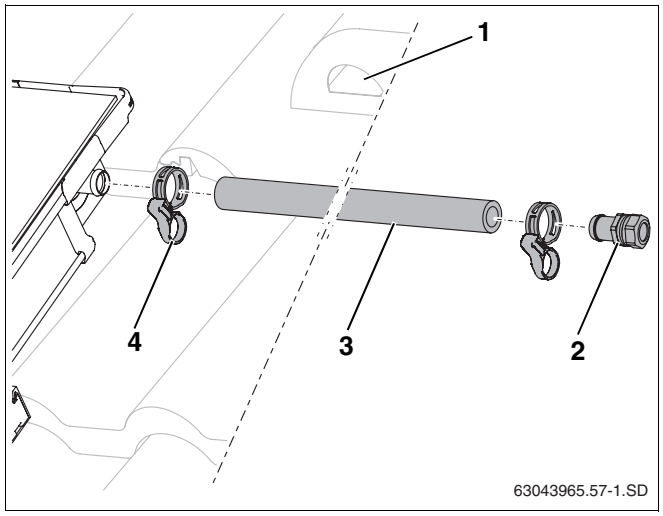

Abb. 53 Vorlaufleitung montieren (ohne Entlüfter am Dach)
- Langen Solarschlauch (1000 mm, Abb. 53, **Pos. 3**) auf den Vorlaufanschluss des Kollektorfeldes aufschieben und mit Federbandschelle (Abb. 53, **Pos. 4**) fixieren.
- Schlauchtülle mit Klemmringverschraubung (Abb. 53, **Pos. 2**) bis zum Anschlag in den Solarschlauch stecken und mit Federbandschelle fixieren.
- Sammelleitung an die Schlauchtülle R¾ mit Klemmringverschraubung (18 mm) anschließen (Abb. 53, **Pos. 2**).